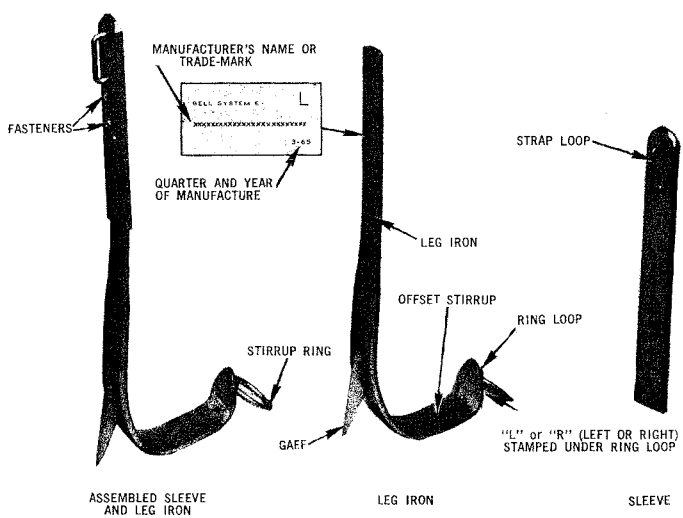
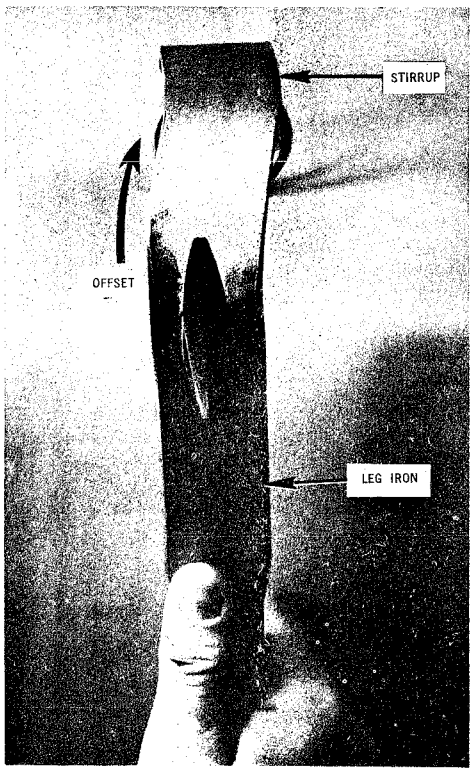

Fig. 1 — E Climber
Fig. 2 — Stirrup Offset "Right"
2.01 Adjustable climbers have replaced fixed length climbers. The E Climber, Fig. 1, which supersedes the D climber is changed to use two set screws instead of one set screw and a rivet for attaching the sleeve to the leg iron.
2.02 Adjustable climbers have offset stirrups, therefore, they are made for the right and left foot and are marked "R" or "L" on the appropriate climber as indicated in Fig. 1. These climbers can be identified as right or left by remembering that the offset of the stirrup is toward the front of foot. Another method is to hold the climber with gaff toward you and pointing up, then noting which direction the stirrup is offset. If the offset is to right, it is a right climber as in Fig. 2; if the offset is to left, it is a left climber.